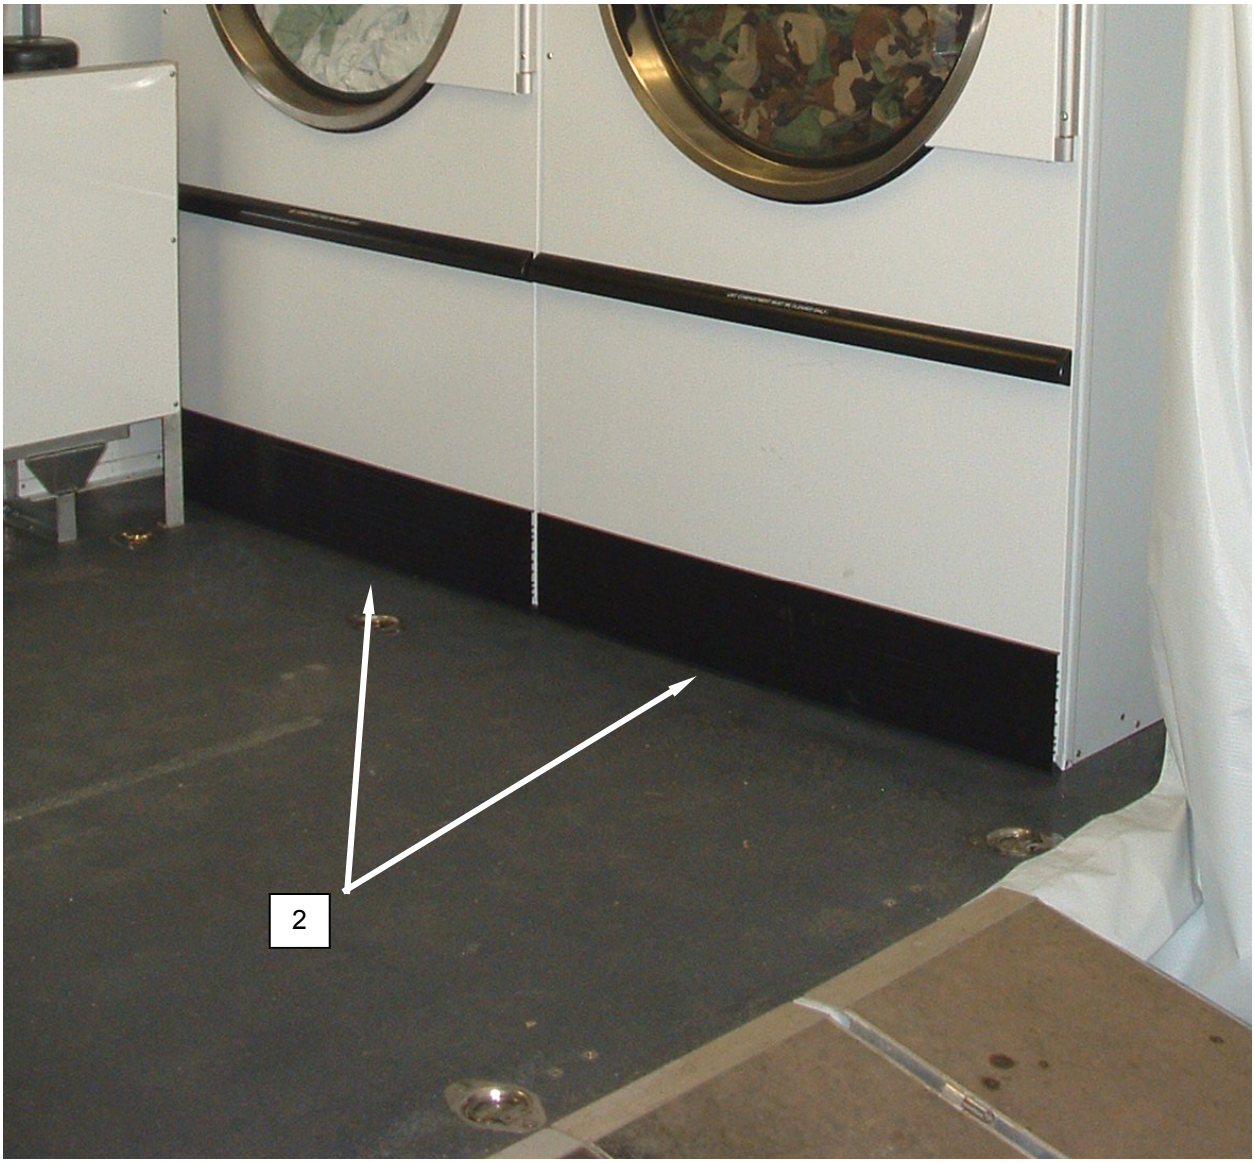

Figure 2. Removing Lint Compartment Doors.
6. Remove dryer lint compartment doors **(Figure 2, Item 2)**.